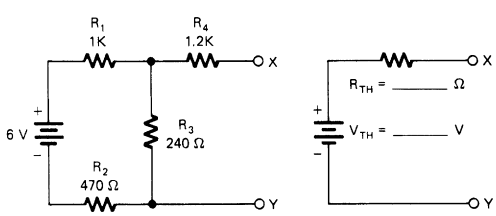

FIGURE 3-10A Circuit with single voltage source.
1. Calculate the Thevinin equivalent voltage V_{TH} and Thevinin equivalent resistance R_{TH} for the circuit shown in Fig. 3-10A. Label these values on the diagram.
2. Construct the circuit shown in Fig. 3-10A and apply 6 V from your power supply or a 6 V battery.
6. Compute the output voltage using the values of V_{TH} and R_{TH} from Fig. 3-10A. V_{out} = _____ V.